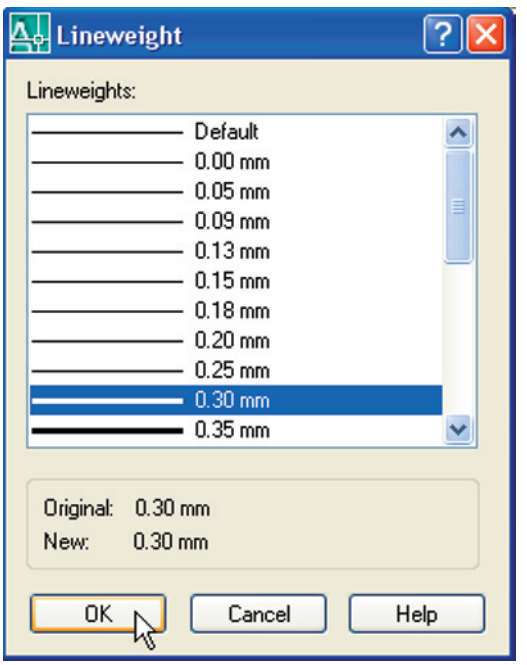

Fig. 4.20 The **Lineweight** dialog
7. *Click* on the any of the lineweights in the **Layer Properties Manager**. This brings up the **Lineweight** dialog (Fig. 4.20). Select the lineweight **0.3**. Repeat the same for all the other layers. Then *click* the **Close** button of the **Layer Properties Manager**.